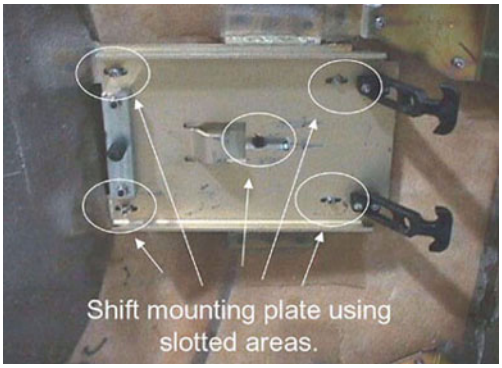

Figure 8-31 Gantry Cover Mounting Plate and Screws
3.) If the difference $|d_f - d_r|$ between the front (f) and rear (r) measurements is greater than 3 mm, one of the cover must be shifted appropriate direction. On the cover that gives you the most adjustment, lightly loosen the screws securing each mounting plate. Slide the plates in the direction that will give you the appropriate shift and re-secure screws. See Figure 8-31.